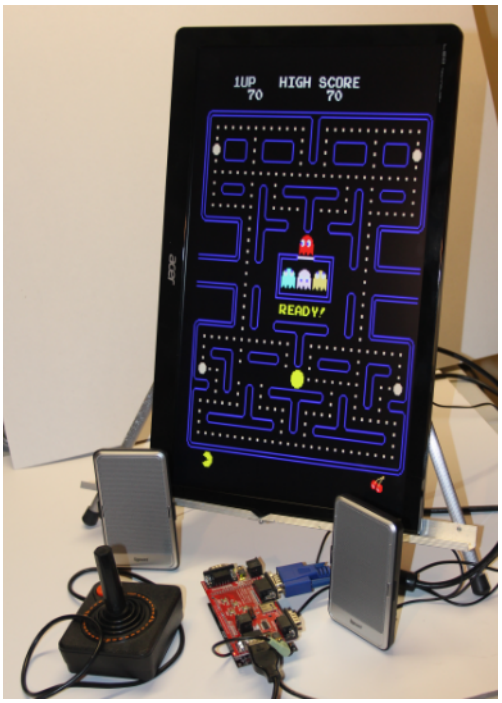

Figure 7-1 *VGA arcade project setup*
- A small LCD display with a VGA input. You'll need to physically turn this display 90 degrees to view the game. A VGA cable is also required. I held the display up using a small artist's table easel. The setup is shown in Figure 7-1.